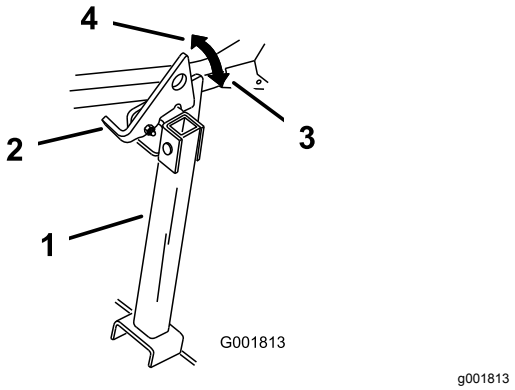

Figur 42
2. Løft klinken til ulåst position (Figur 42).